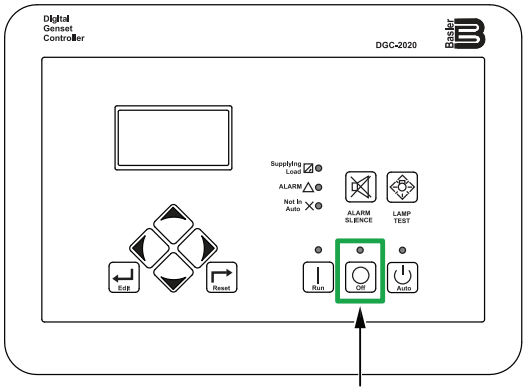

Figure 46. Digital Controller (OFF Button)
3. Press the **OFF button** on the digital controller (Figure 46) to stop the engine. The engine will stop after a 1-minute cool-down process.
When the remote contacts are opened, the engine will stop. To exit Auto mode, press the **OFF button** on the digital controller (Figure 46). The circuit breaker will automatically turn **OFF** and the engine will stop after a 1-minute cool-down process.
2. Press the **OFF button** on the digital controller (Figure 46).